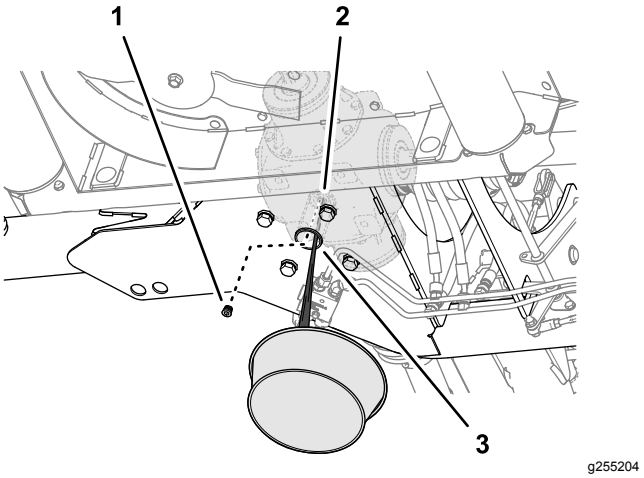

Figur 54
1. Rikta in ett avtappningskärl under hålet (Figur 54) vid åtkomsthålet på gräsklipparens nedre ramplåt.
2. Ta bort avtappningspluggens hylsa från mittväxellådans avtappningsöppning och låt smörjmedlet rinna ut helt (Figur 54).